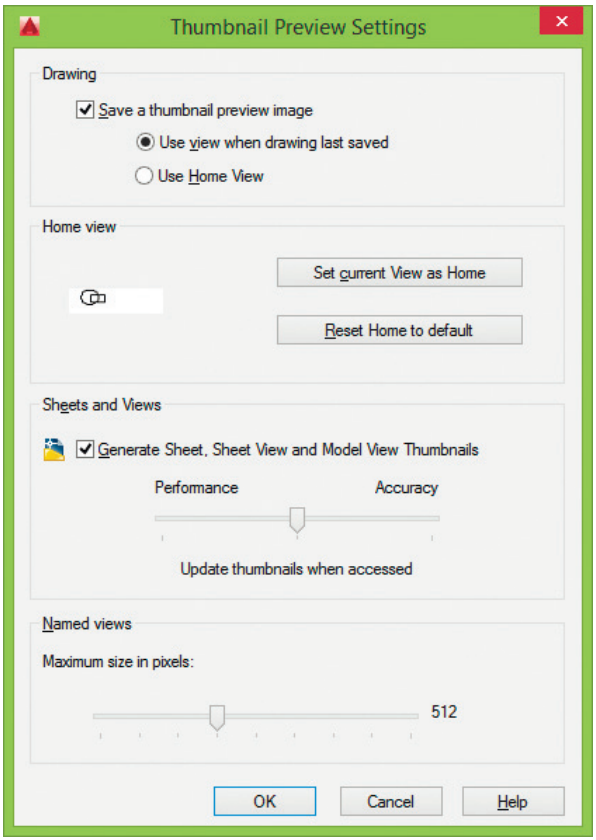

Рис. 3.6. Диалоговое окно настройки образцов для просмотра
- кнопка **Thumbnail Preview Setings...** – загрузка одноименного диалогового окна (рис. 3.6), осуществляющего настройку образцов для просмотра: